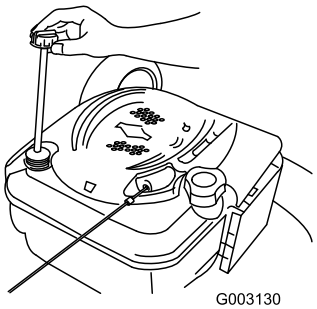

**Figur 36**
6. Ta ur oljestickan ur oljepåfyllningsröret (Figur 36).